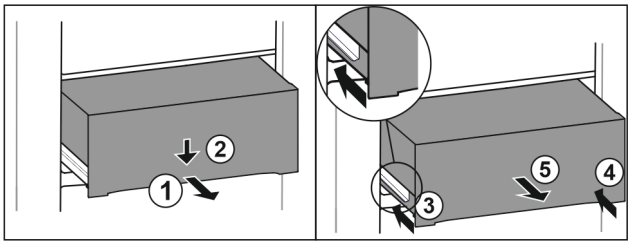

Fig. 179
▶ 将抽屉拉出一半。 *Fig. 179 (1)*
▶ 朝下按压正面的抽屉。 *Fig. 179 (2)*
▶ 将左侧轨道推入大约 2 cm。 *Fig. 179 (3)*
▶ 将右侧轨道推入大约 2 cm。 *Fig. 179 (4)*
▶ 朝前取出抽屉。 *Fig. 179 (5)*